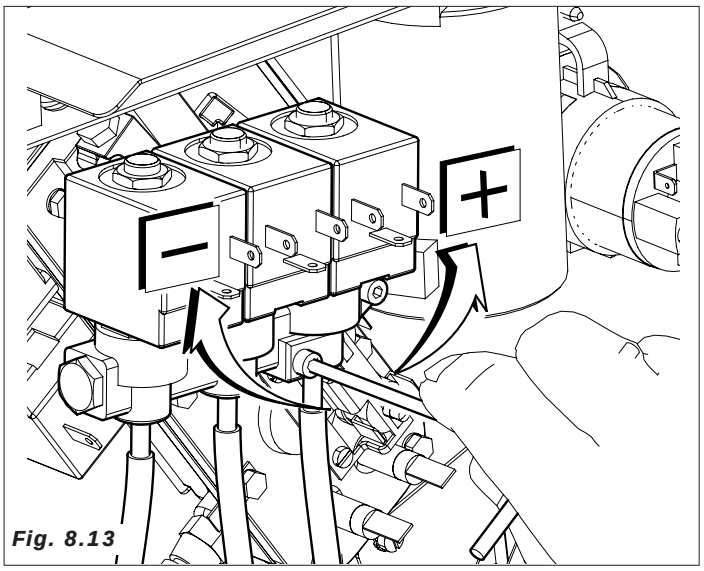

Fig. 8.13
- Para obtener un buen caudal en la batidora, abrir el tornillo de la electroválvula *(Fig.8.13)*.